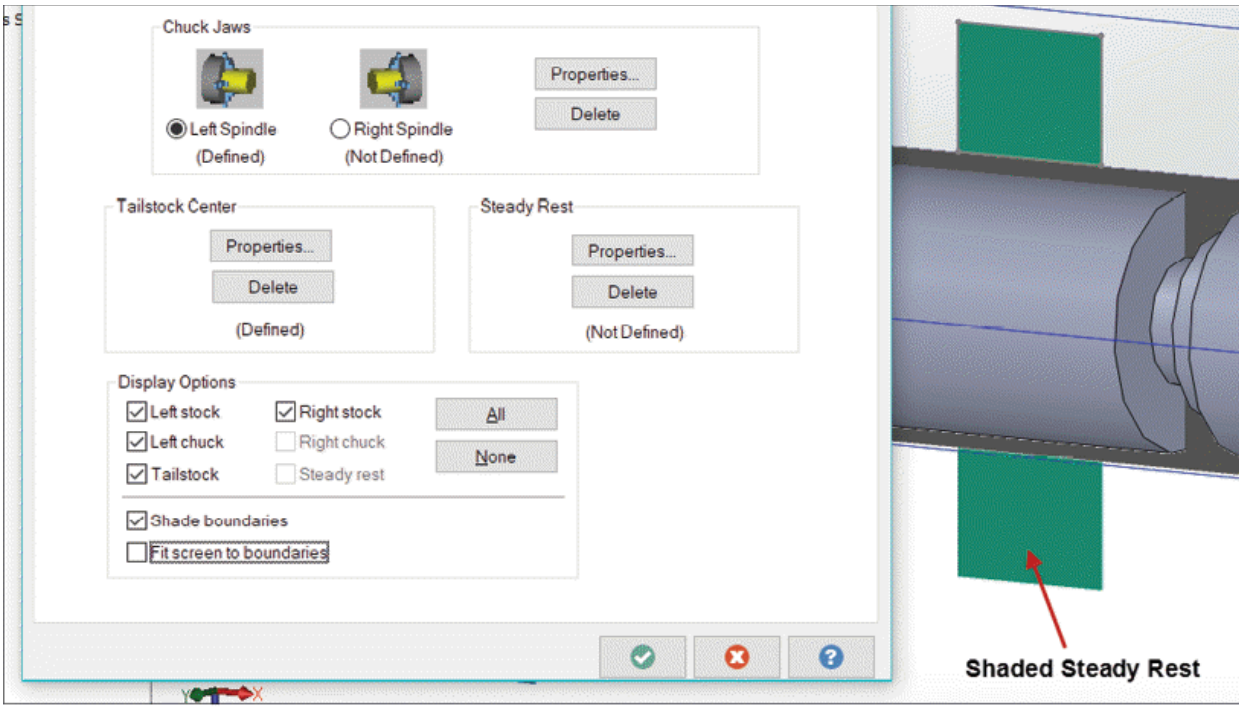

Figure-21. Preview of Steady Rest
- Select the sketch and click on the **OK** button from the **Chain Manager**. Click on the **OK** button from the **Machine Component Manager** dialog box. Preview of the Steady Rest component will be displayed; refer to Figure-21. Note that we have selected the **Shade boundaries** check box in the **Machine Group Properties** dialog box, so that all the components are displayed as shaded.